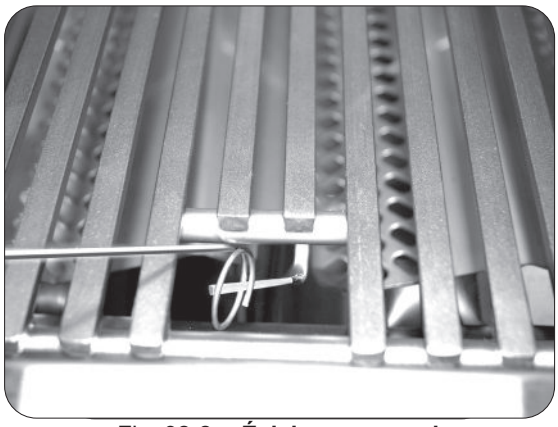

Fig. 32-2 **- Éclairage manuel**
2. Insérez un allumeur brûlant de butane de long-baril, une allumette brûlante de long-tige, ou une allumette brûlante tenue par un support de prolongation de fil par la grille à cuire s'ouvrant au dessus du brûleur (fig. 32-2).
4. Si le brûleur ne se allume pas dans les cinq (5) secondes de tourner le bouton de commande, enfoncez immédiatement le bouton et tournez la valve à AU LOIN. ATTENDEZ CINQ (5) MINUTES avant de répéter les étapes 2 à 4 des instructions manuelles d'éclairage.